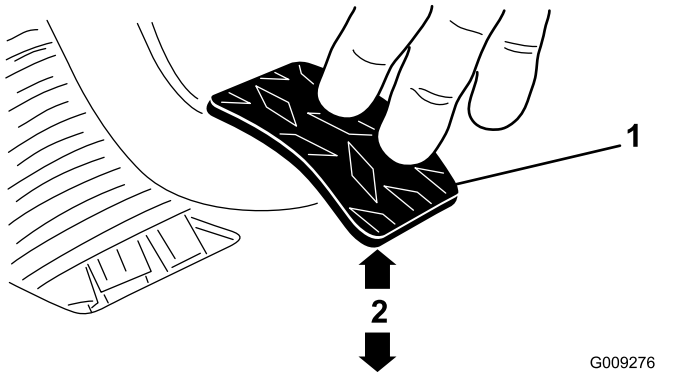

**Figuur 71**
3. Stel de contramoeren en/of kogelverbinding zo af dat het achterste deel van het koppelingspedaal 9,2 tot 9,8 cm is verwijderd van de bovenkant van het ruitprofiel van de antislipvloerplaat, wanneer een kracht van 1,8 kg wordt uitgeoefend op het pedaal (Figuur 71).